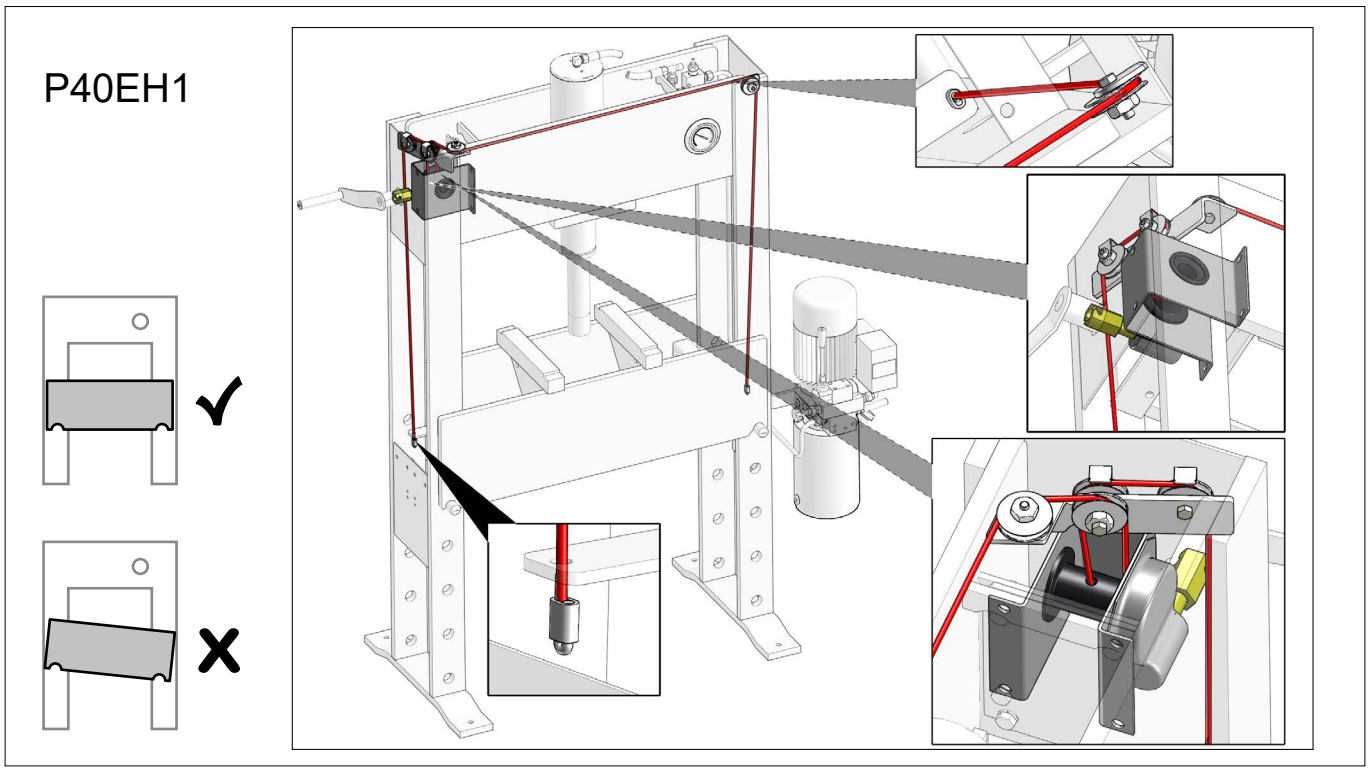
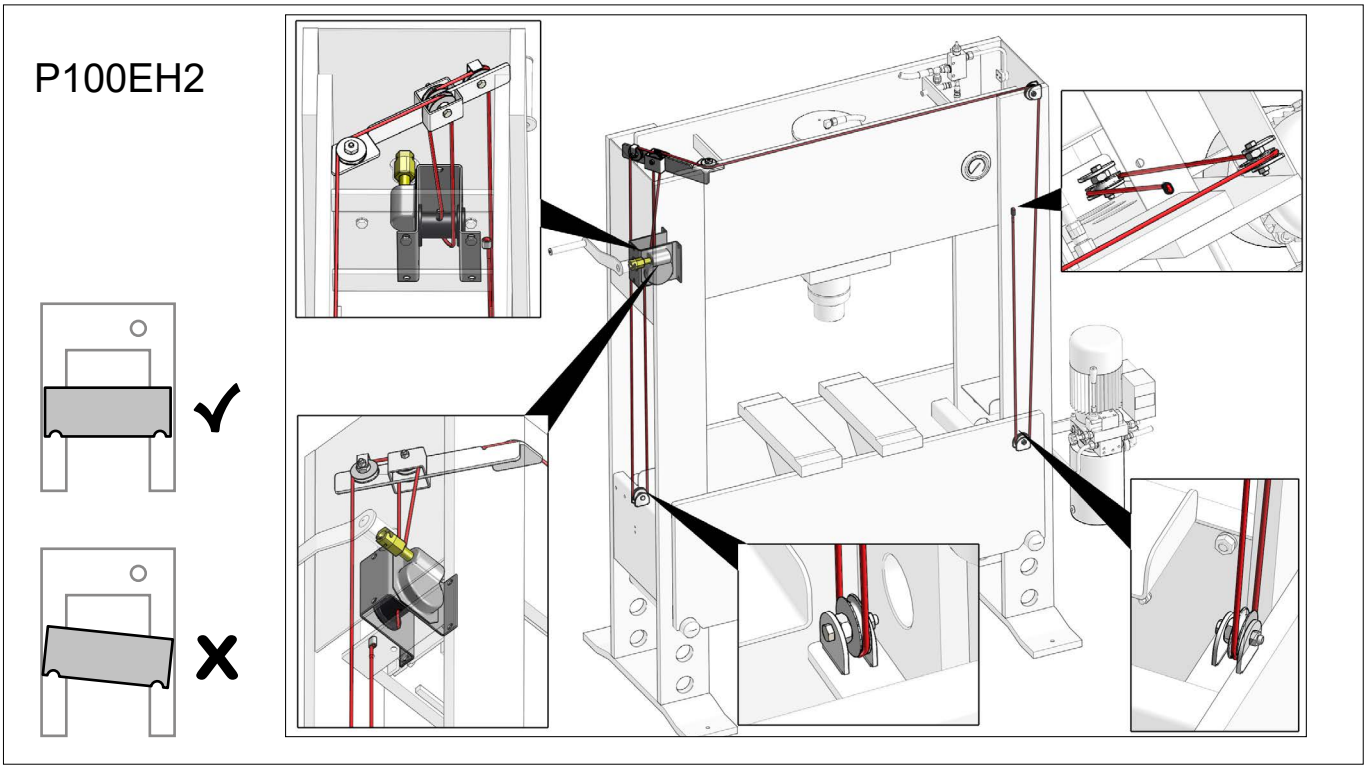

Fig.30
Fig.32
- Spillets wire og wirens fastgørelse *(Fig.30)* - *(Fig.32)*
- Winch and wire for wear and tear *(Fig.30)* - *(Fig.32)*
- Winde und Draht für Verschleiß *(Fig.30)* - *(Fig.32)*
- Treuil et fil pour l'usure *(Fig.30)* - *(Fig.32)*
- Vinsch och tråd för slitage *(Fig.30)* - *(Fig.32)*
- Vinssi ja lanka kulumista varten *(Fig.30)* - *(Fig.32)*
- Lier en draad op slijtage *(Fig.30)* - *(Fig.32)*
- Compruebe que el polipasto y su cable no presenten daños *(Fig.30)* - *(Fig.32)*
- Лебедка и трос на износ *(Fig.30) - (Fig.32)*
- Verricello e filo per usura *(Fig.30) - (Fig.32)*